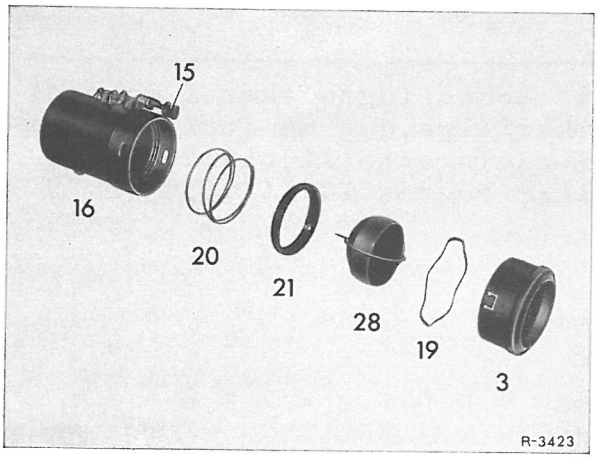

Fig.83-1/6
5 Ringdysen føres ind i instrumenttavlen sådan,at ringdysens ansats(17) griber ind i noten (18)på instrumenttavlen(fig.83-1/7).
6 Fjederringen (19) skydes ind på ringdysen på bagsiden af instrumentbrættet (fig. 83-1/6).